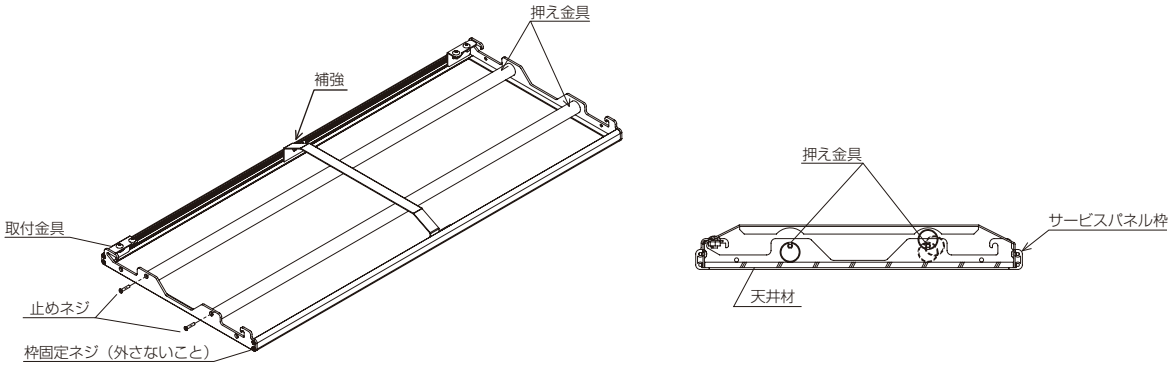

図22
③押え金具を回転し、天井材を押込み、ネジを締付け固定します。（図22参照）